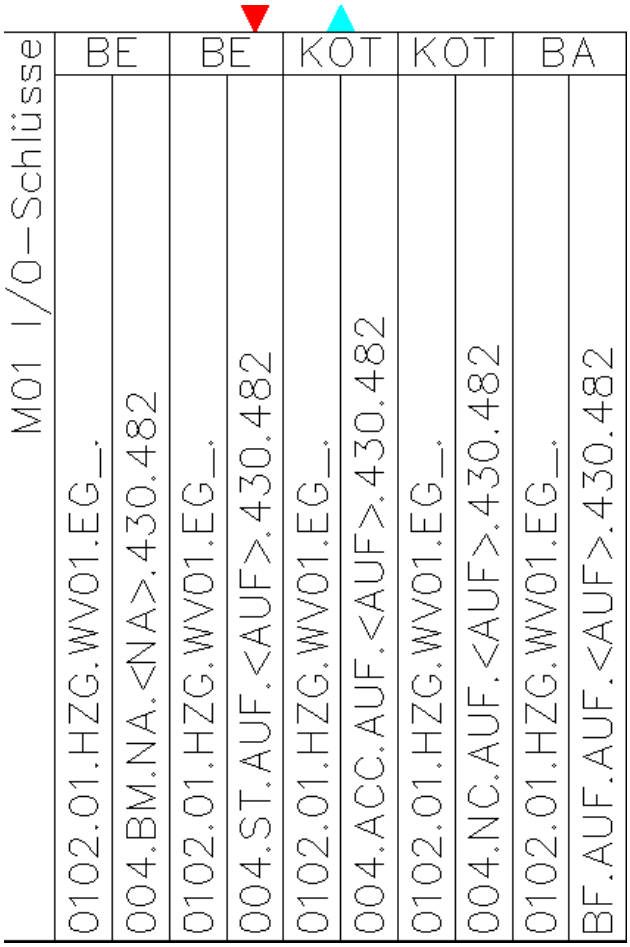

Bild 24.53 – Die Benutzerschlüssel mit den korrigierten Angaben für Gewerk und Anlage
- Führen Sie diese Änderung dann auch für die anderen vier Schlüssel durch und aktualisieren Sie dann die Benutzerschlüssel (Abb. 24.53).